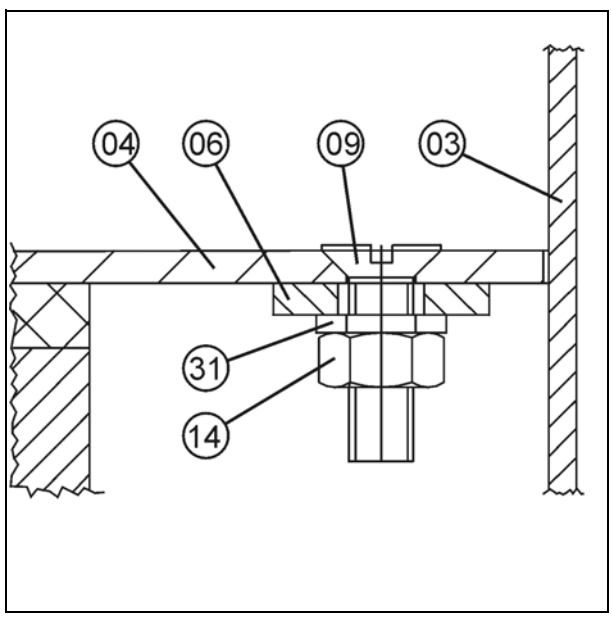

Fig. 5
V. Fig. 4e Fig. 5.
N Per i dettagli v. Fig. 5